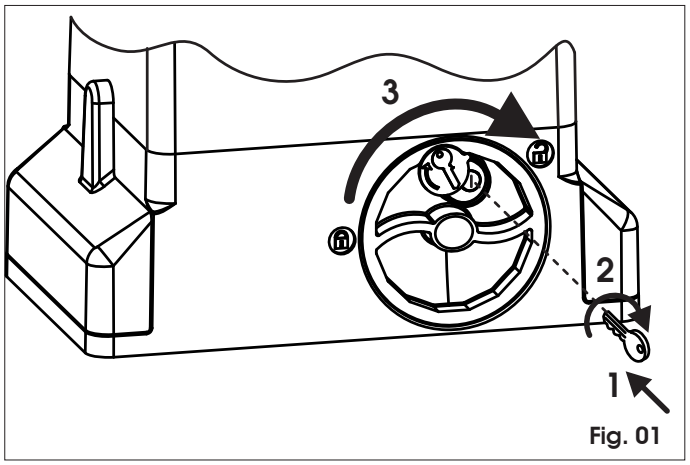

Fig. 01
1) Insert the key provided and turn it clockwise as shown in Fig. 01 ref. 1 and 2.
2) Turn the release system clockwise, until the mechanical stop is reached, Fig. 01 ref. 3.